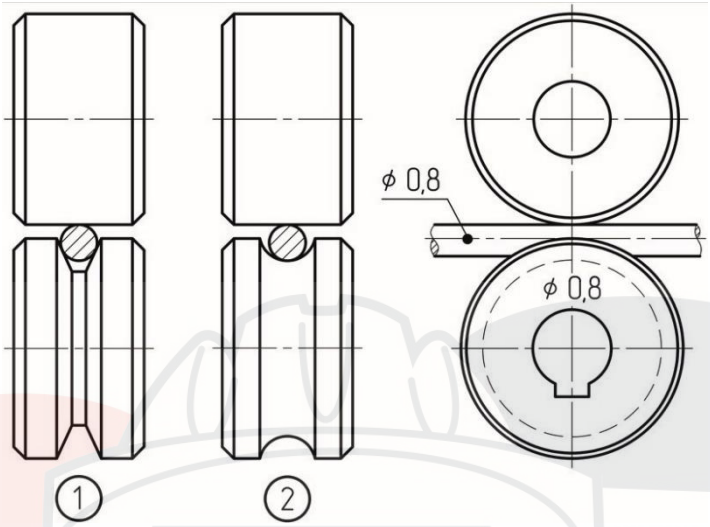

Рис. 7.2. Выбор подающего ролика.
При полуавтоматической сварке в среде защитных газов существует два способа подключения сварочного оборудования для работы на постоянном токе (см. рис. 7.2):
- форма канавки соответствует типу сварочной проволоки (см. рис. 7.2).